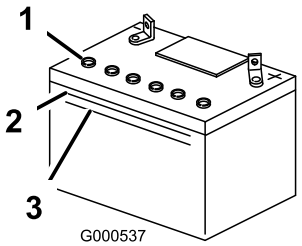

Figura 39
1. Mire hacia el lateral de la batería. El electrolito debe llegar a la línea **superior ().** Figura 39 No permita que el electrolito esté por debajo de la línea inferior (Figura 39).
3. Retire los tapones de ventilación de la batería (Figura 39).
4. Vierta lentamente agua destilada en cada célula de la batería hasta que el nivel de electrolito llegue a la línea superior (Figura 39) de la caja de la batería.
6. Añada agua destilada, si es necesario, hasta que el nivel de electrolito llegue a la línea superior (Figura 39) de la caja de la batería.